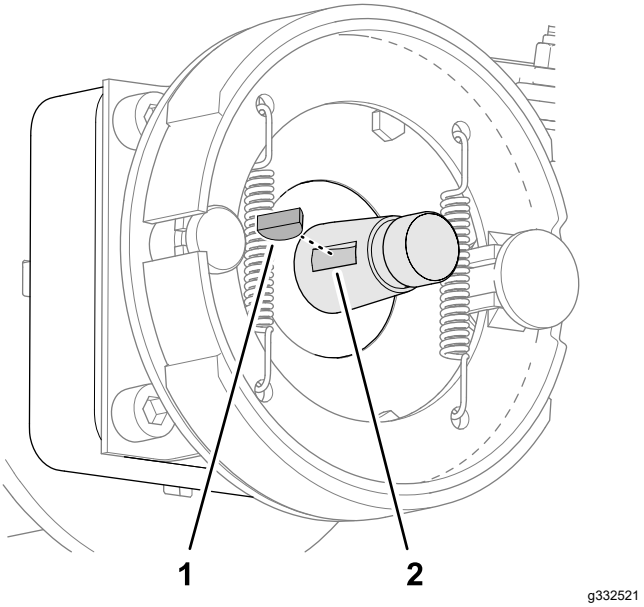

Figur 72
2. Sæt Woodruff-federen i rillen på hjulmotorakslen (Figur 72).